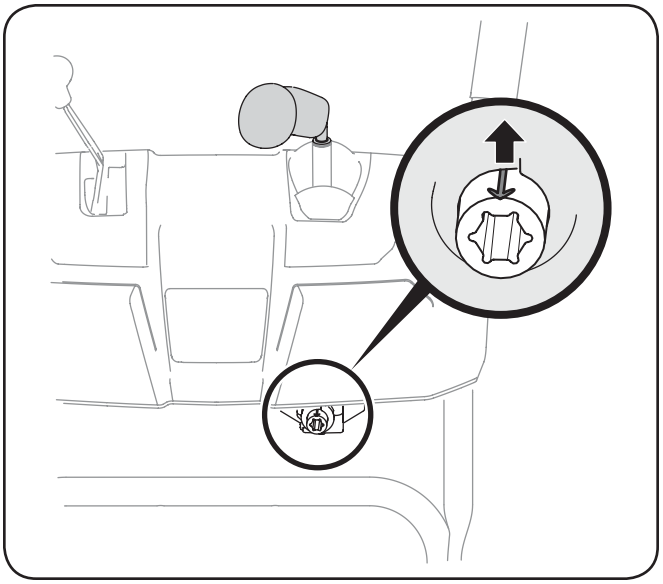

Fig. 3-7
5. Rotate the joystick to 1 o'clock position so the silver arrow on the pinion gear faces upward See Fig. 3-7).